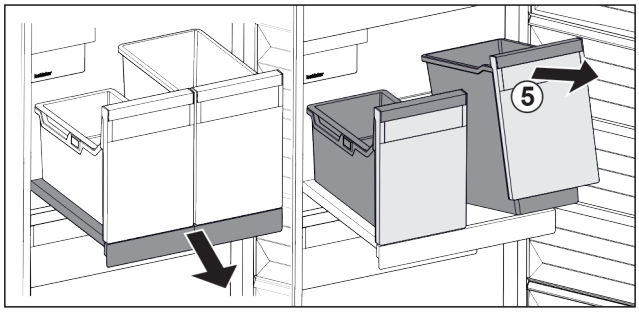

*Fig. 139*
▶ Bak *Fig. 139 (5)* aan voorzijde optillen.